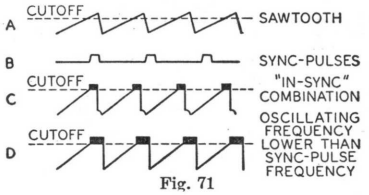

Fig. 71
are also applied to the grid of V_1. The waveforms shown in Fig. 71 illustrate the sawtooth and sync pulses (A and B) and their proper "in-sync" combination (C). The sync pulse occurs partly during the portion of the sawtooth voltage in which the triode V_1 draws current. Any shift in sync pulse as it is superimposed
For example, waveform D in Fig. 71 illustrates a condition in which the sawtooth voltage is advanced in phase with respect to the sync-pulses. The widening of the pulse which occurs at the corner of the sawtooth waveform allows the control tube to conduct more current and, consequently, allows the capacitor C_1 to charge to a higher voltage. This increased reference voltage also appears in the grid circuit of V_2 and makes the grid more positive. The increased grid voltage then speeds up the frequency of oscillations until proper synchronization results.